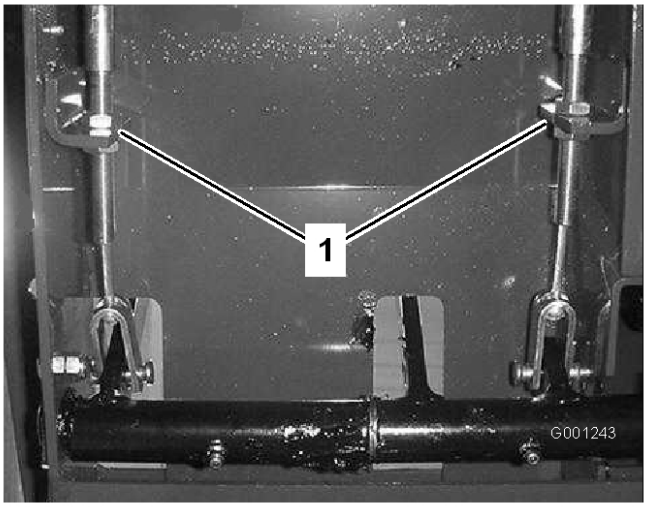

Figur 61
2. Dra åt bromsarna genom att lossa den främre muttern på bromskabelns gängade ände för att minska bromspedalernas fria spel (Figur 61). Dra sedan åt bakmuttern för att flytta kabeln bakåt tills bromspedalerna får ett fritt spel på 13 mm till 25 mm.